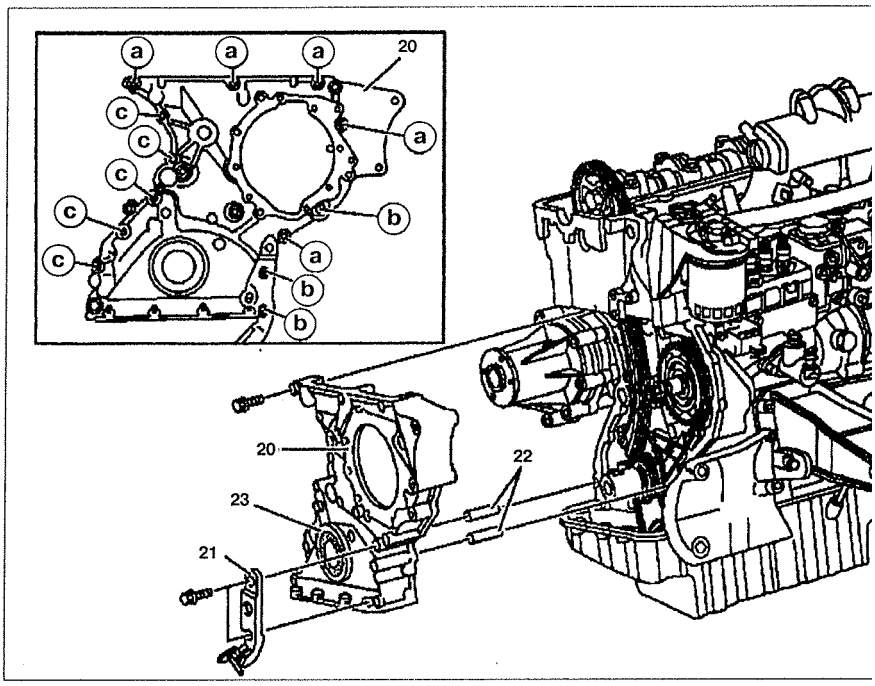

Рис. 4.14. Крышка цепного привода ГРМ:
18. Открутите болты **a**, **b**, **c** крепления крышки цепного привода ГРМ **20** (см.рис.4.14).